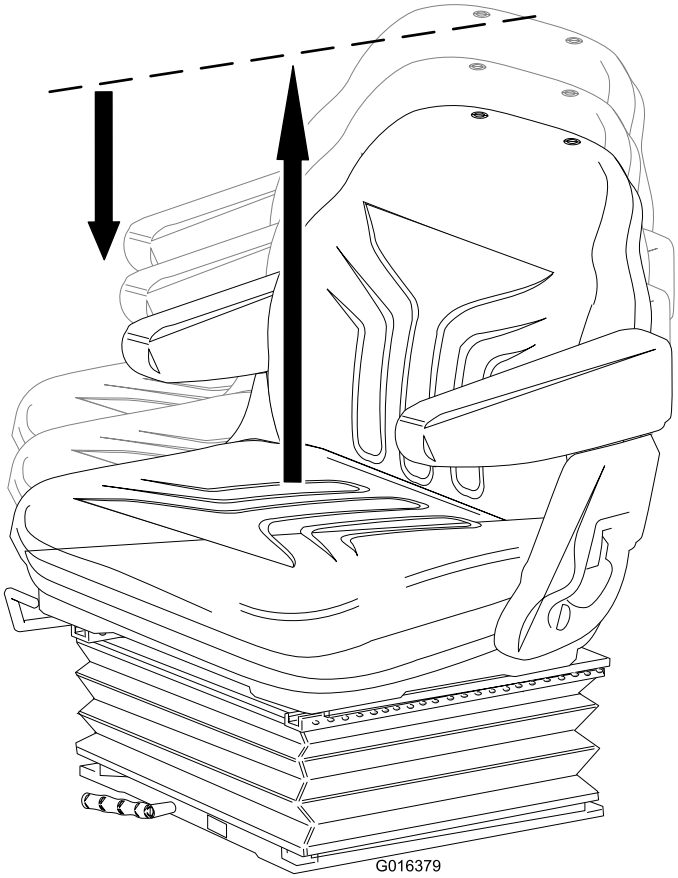

Figur 13
- **Højdejustering:** Løft sædet manuelt for trinvis justering af højden. For at sænke sædet løftes det over dets højeste indstilling, og lad det derefter falde til den laveste indstilling (Figur 13).